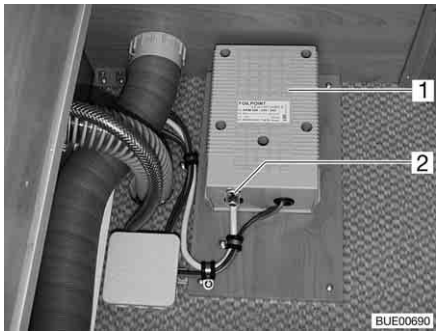

Fig. 124 Transformer for electrical floor warming unit
The transformer (Fig. 124,1) for the electrical floor warming unit is installed either in the bench seat or in the bedding box, depending on the model.
If the transformer is overloaded, the overload protection is actuated. The pin (Fig. 124,2) jumps out.
- Press the pin (Fig. 124,2) on the overload protection when the transformer is cooled.